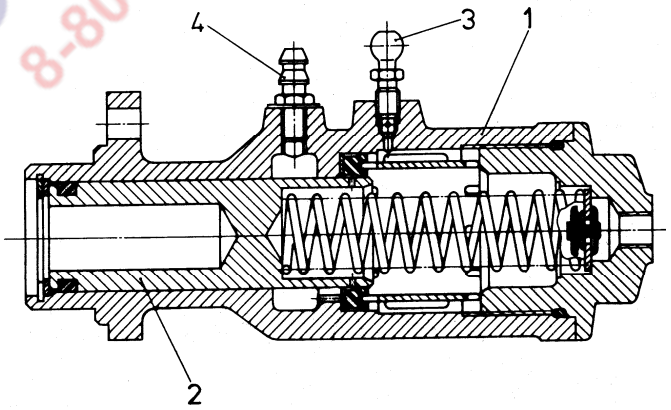
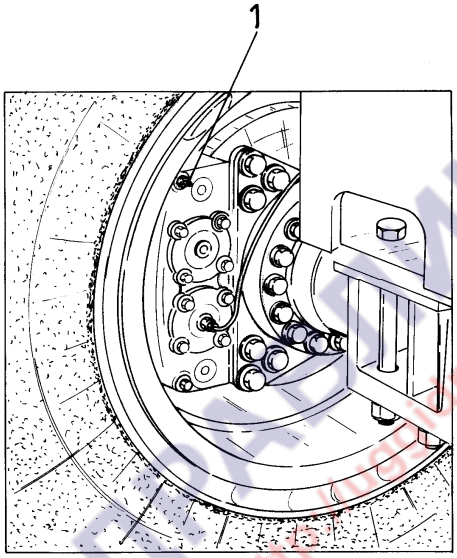

Рис. 5.25. Главный тормозной гидроцилиндр
Рис. 5.26. Суппорт (головка) тормоза (вид)
4. Очистить и промыть игольчатые клапаны в главных тормозных цилиндрах (3, Рис. 5.25) и игольчатые клапаны в суппортах тормозов в колесах (1, Рис. 5.26 и 5.27).
2. Надеть шланг из прозрачного материала на игольчатый клапан (3, Рис. 5.25) главного тормозного цилиндра, а другой конец опустить в стеклянную емкость, заполненную определенным количеством тормозной жидкости.